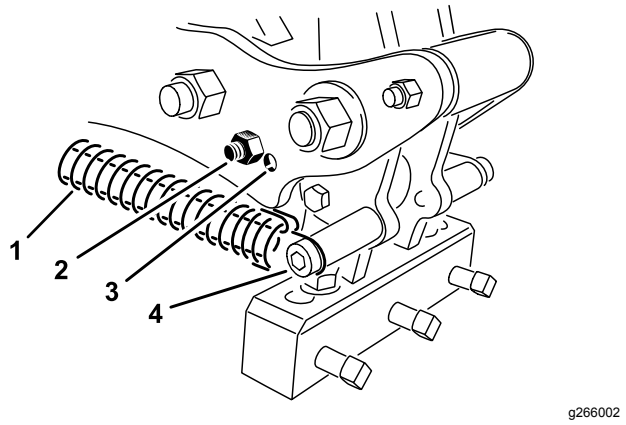

Figur 37
Still inn pipevinkelen etter pipelengden ved å bruke ett av to justeringshull i forbindelsesarmen. Disse hullene er kun forhåndsinnstilt. Når du bruker 17,8–25,4 cm piper, posisjoner toppen av støtfangeren nærmest bakre del av pipehodet. Du kan ha behov for den andre stillingen, altså hullet lengst borte fra hodet (Figur 37), pga. ulike jordforhold.
3. Løsne fjærspenningen ved pipehodet (Figur 37).
4. Fjern støtfangerbolten og selve støtfangeren fra forbindelsesarmen, og sett disse inn igjen i det andre justeringshullet (Figur 37).